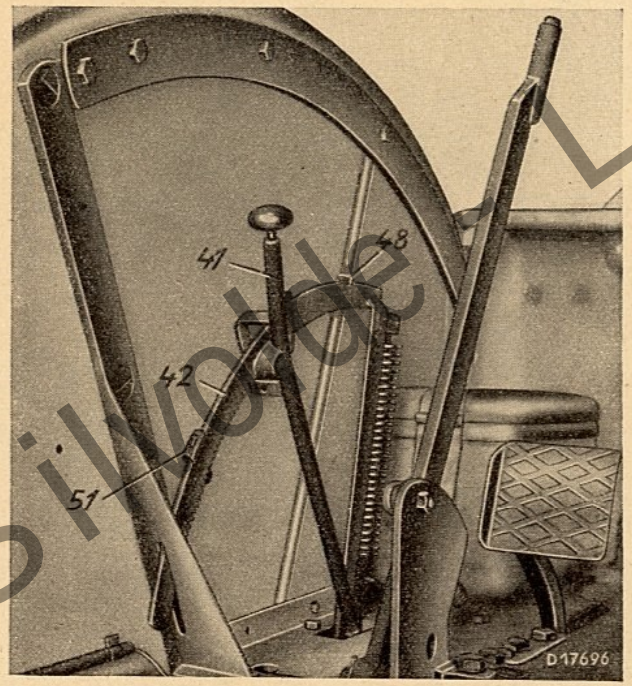

Bild 15
6. Bolzen 48 (Bild 15) zur Führung des Segmentes mit Mutter 49 und Federring 50 am linken Seitenblech befestigen.